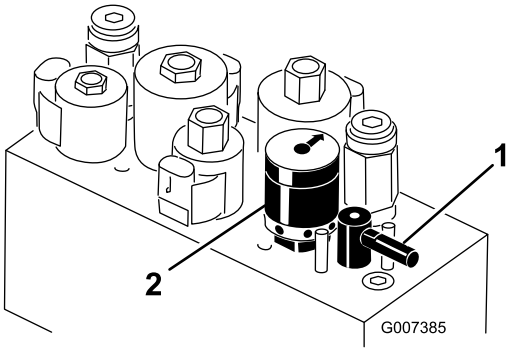

Bild 28
4. Drehen Sie zum Einstellen der Spindeldrehzahl das Handrad (Bild 28), bis die Zeiger auf die Nummern zeigen, die der gewünschten Einstellung entsprechen.